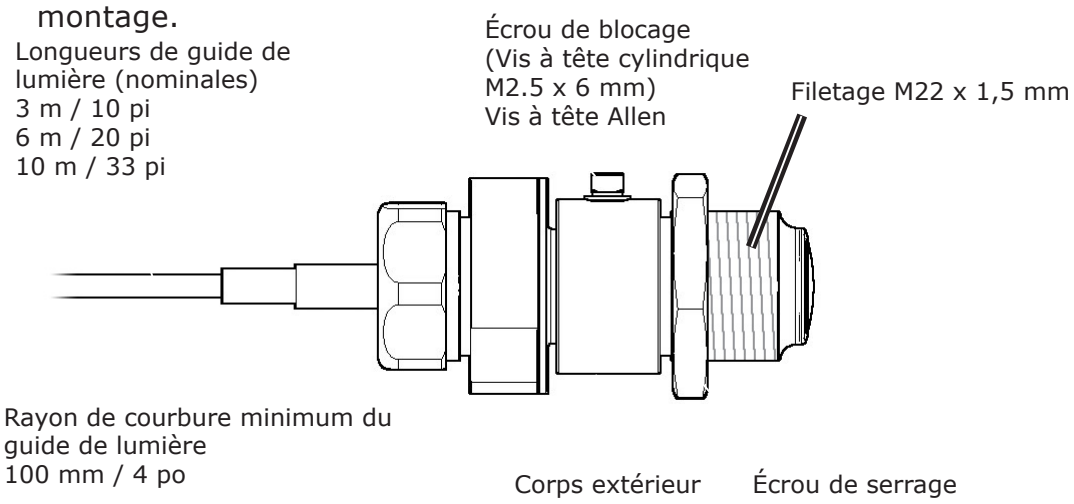

Fig. 2-3 Dimensions d'installation de la tête optique du thermomètre à fibre optique SPOT+
2. Reportez-vous à la Fig. 2-3. Dévissez l'écrou de serrage sur la tête optique.
1. Pour ajuster la mise au point, desserrez l'écrou de blocage M2.5 sur le corps extérieur de la tête optique (voir Fig. 2-3).